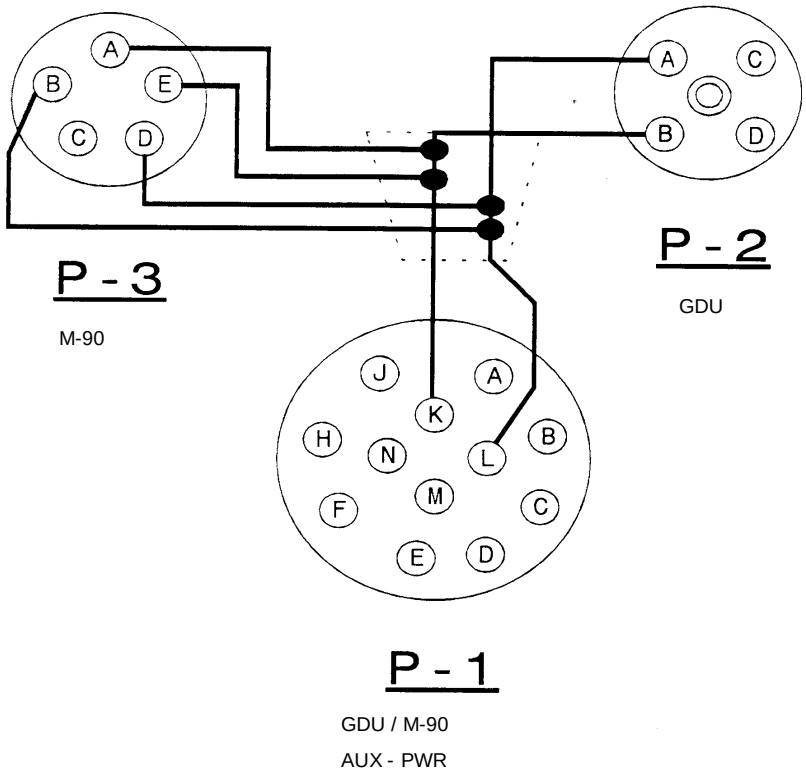

Figure G-1. AUX-PWR Connection
a. Disassembly (Figure G-1 Provides Schematic Information)